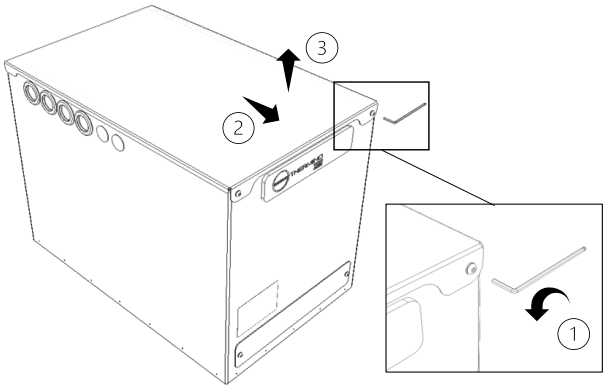

Figure 6 - Lid Removal of Thermino Heat Battery
- Remove lid. The lid is secured by 2 x M5 button (8/32″) head cap screws at the front and two locating pins at the back (Figure 6):
- (1) Remove 2 x M5 (8/32″) button head cap screws using 3mm hex head and set aside.
- (2) Slide the lid forward, (3) then lift the lid up and set aside.